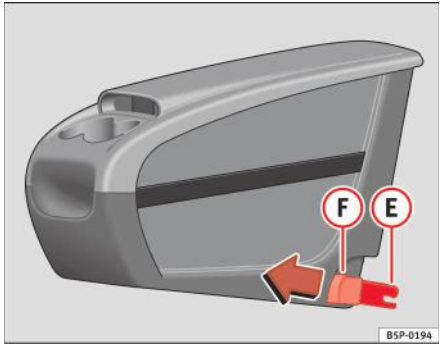
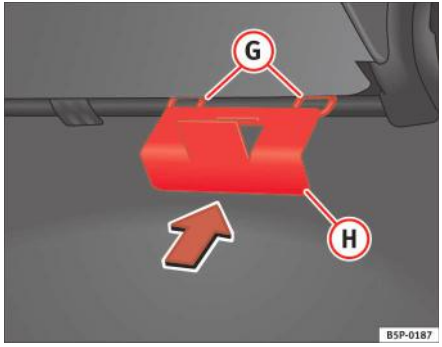

Fig. 110 Montarea compartimentului de depozitare mobil
Fig. 111 Placa de montare a compartimentului de depozitare mobil
– Montați cele două dispozitive de fixare împreună (E) ⇒ fig. 110, cu cele două inele de fixare (G) ⇒ fig. 111 şi apăsați puternic până ce ambele cleme sunt ataşate complet de inele.
– Trageți de butoanele ⇒ fig. 110 (F) situate pe cleme (butoanele roşii) spre înainte, până ce ies din locaşuri.